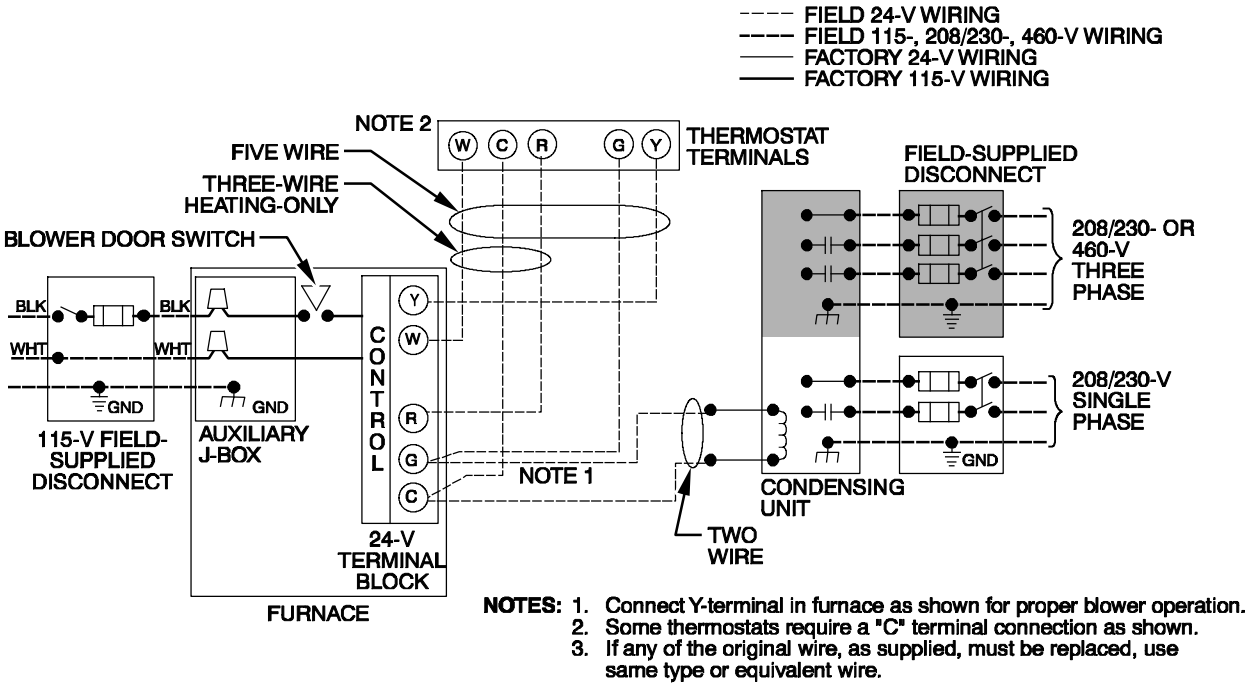

Fig. 24 - Heating and Cooling Application Wiring Diagram with 1-Stage Thermostat
See Fig. 24 for field wiring diagram showing typical field 115-v wiring. Check all factory and field electrical connections for tightness.
12. Complete electrical box wiring and installation. Connect line voltage leads as shown in Fig. 24. Use best practices (NEC in U.S. for wire bushings, strain relief, etc.)
5. Connect line voltage leads as shown in Fig. 24.
Make field 24-v connections at the 24-v terminal strip. (See Fig. 24) Connect terminal Y as shown in Fig. 38 for proper cooling operation. Use only AWG No. 18, color-coded, copper thermostat wire.